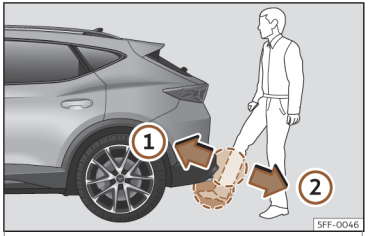

Fig. 85 Portón del maletero con apertura controlada por sensor (Easy Open).
- Con un movimiento rápido, acerque un pie y la parte inferior de la pierna lo más posible al paragolpes. La parte inferior de la pierna tiene que acercarse a la zona del sensor superior, y el pie, a la zona del sensor inferior ››› **fig. 85** ①.
- Retire rápidamente el pie y la parte inferior de la pierna de las zonas de los sensores ››› **fig. 85** ②. El portón trasero se abre automáticamente.